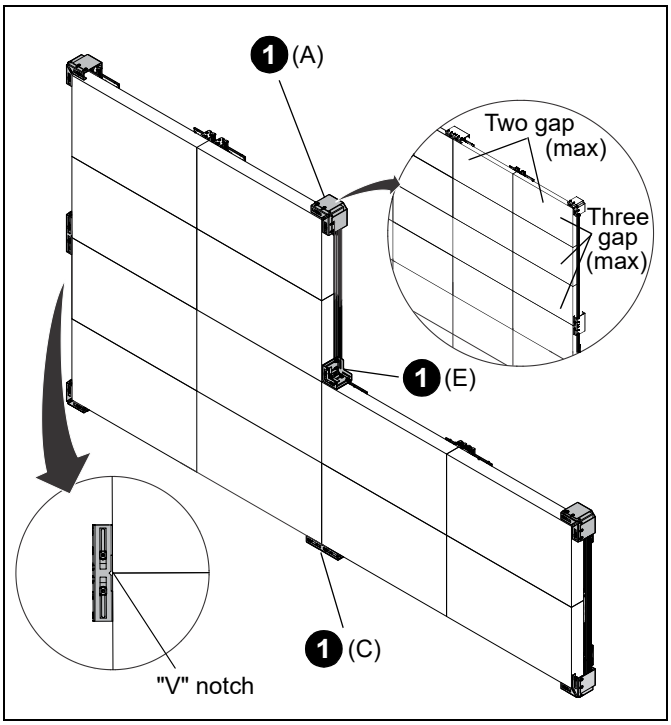

**Figure 1**
1. Determine the positions for the needed outside corner assemblies (A), inside corner assemblies (E), and seam assemblies (C) around the outside perimeter of the display wall. (See Figure 1)
**IMPORTANT ! :** For standard 27" diagonal displays, seam assemblies (C) can be placed at a maximum distance of two panels along the top/bottom edges or three panels along side edges. Align the "V" notch in the seam assembly with the seam between the displays.